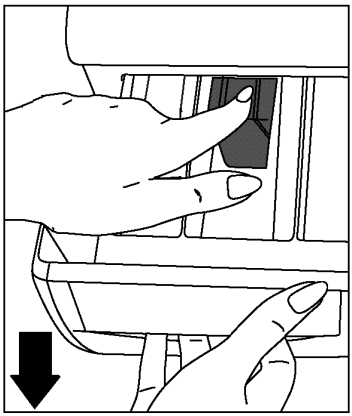

РИС. 2
- Продолжайте тянуть дозатор, нажимая при этом на крышку сифона внутри полностью выдвинутого дозатора, и снимите дозатор (РИС.2).